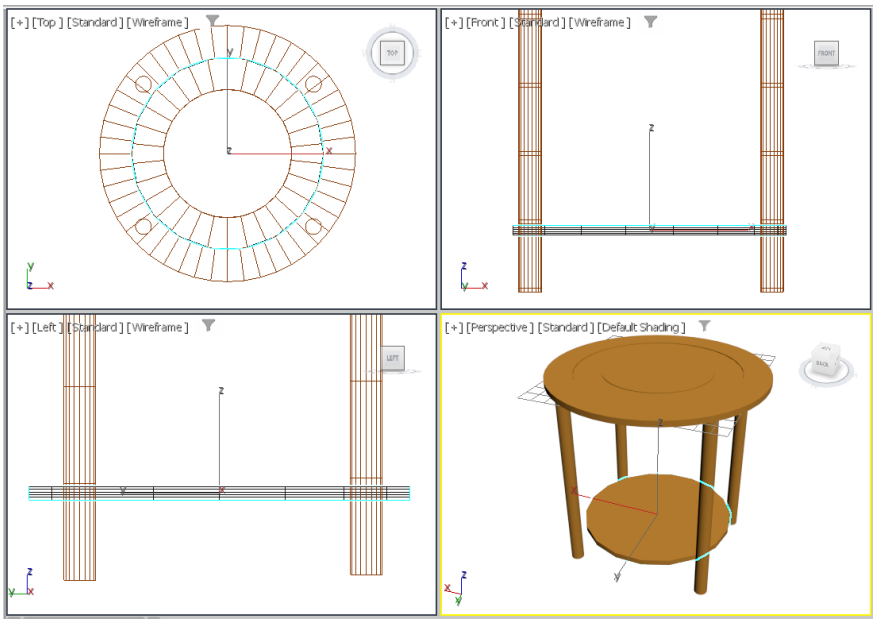

Figure 2-56 *The base01 created*
2. Rename it as *base01* and assign light brown color to it, refer to Figure 2-56.